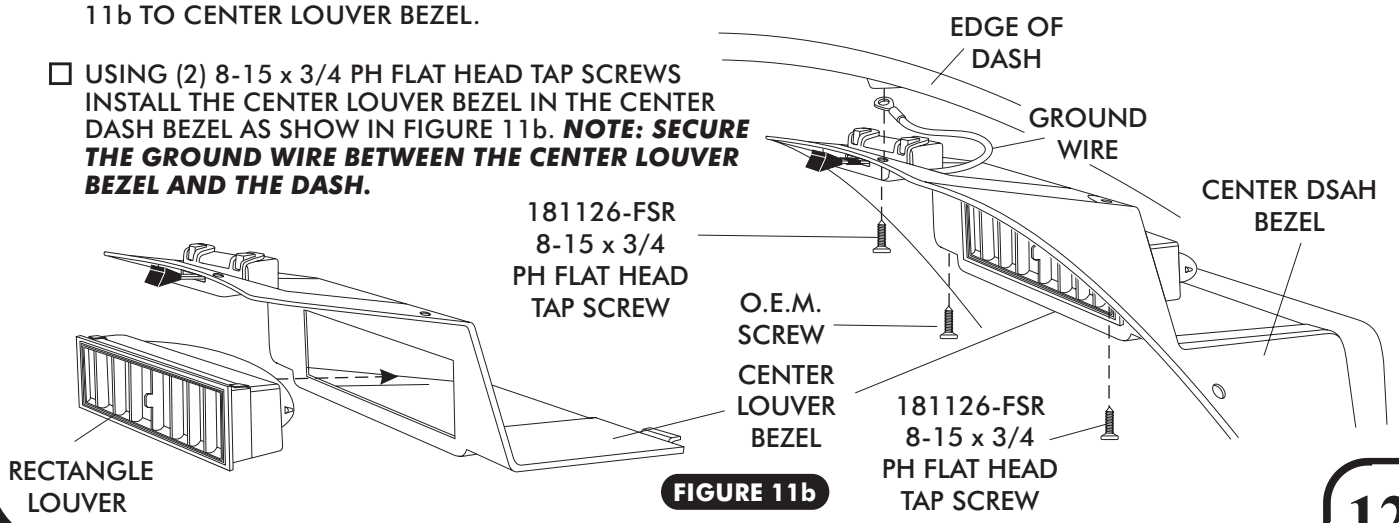

FIGURE 11b
☐ INSTALL RECTANGLE LOUVER AS SHOW IN FIGURE 11b TO CENTER LOUVER BEZEL.
☐ USING (2) 8-15 x 3/4 PH FLAT HEAD TAP SCREWS INSTALL THE CENTER LOUVER BEZEL IN THE CENTER DASH BEZEL AS SHOW IN FIGURE 11b. ***NOTE: SECURE THE GROUND WIRE BETWEEN THE CENTER LOUVER BEZEL AND THE DASH.***